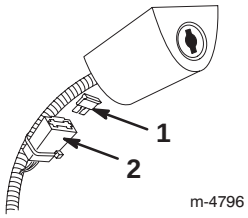

Bild 31
2. Stecken Sie eine neue Sicherung ein, siehe Bild 31.